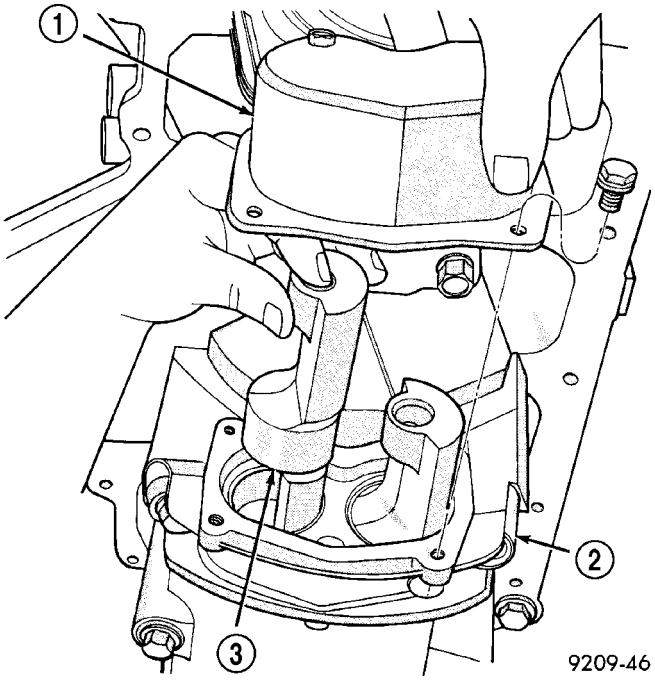

Fig. 138 Balance Shaft - Removal/Installation
(8) Remove rear cover and balance shafts (Fig. 138).
(9) Remove four carrier to crankcase attaching bolts to separate carrier from engine bedplate.